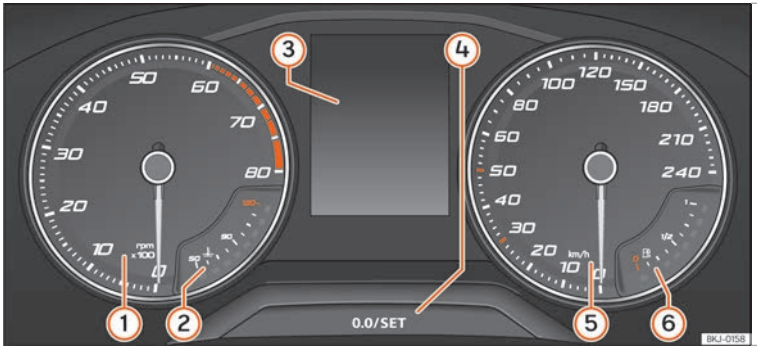

Fig. 66 Painel de instrumentos no painel de bordo.
Explicações sobre os instrumentos ››› Fig. 66:
- Pressione brevemente o botão 0.0/SET ››› Fig. 66 ④ para repor o conta-quilómetros parcial em 0.
- Mantenha pressionado o botão 0.0/SET ④ durante 3 segundos e visualizará o valor anterior.